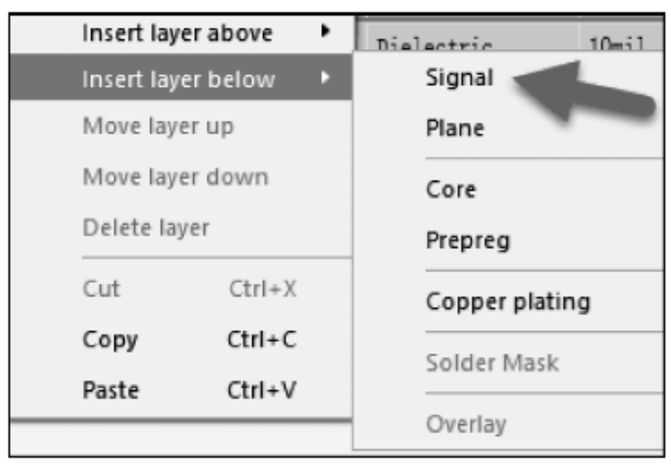

图 7-15 添加层
(1) 执行菜单栏中“设计”→“层叠管理器”命令，或按快捷键 D+K，进入层叠管理器。选择在 Top Layer 下方添加两个层，则将光标移到 Top Layer 处，右击，从弹出的快捷菜单中执行 Insert layer below→Signal 命令，如图 7-15 所示。依次添加两次，即可得到 4 层板。
(2) 修改层名称，在 Name 栏中，找到添加的层所对应的文本框，双击进行 Name 的修改。最终叠层效果如 7-16 所示，SIN2、SIN3 为修改后的层名称。